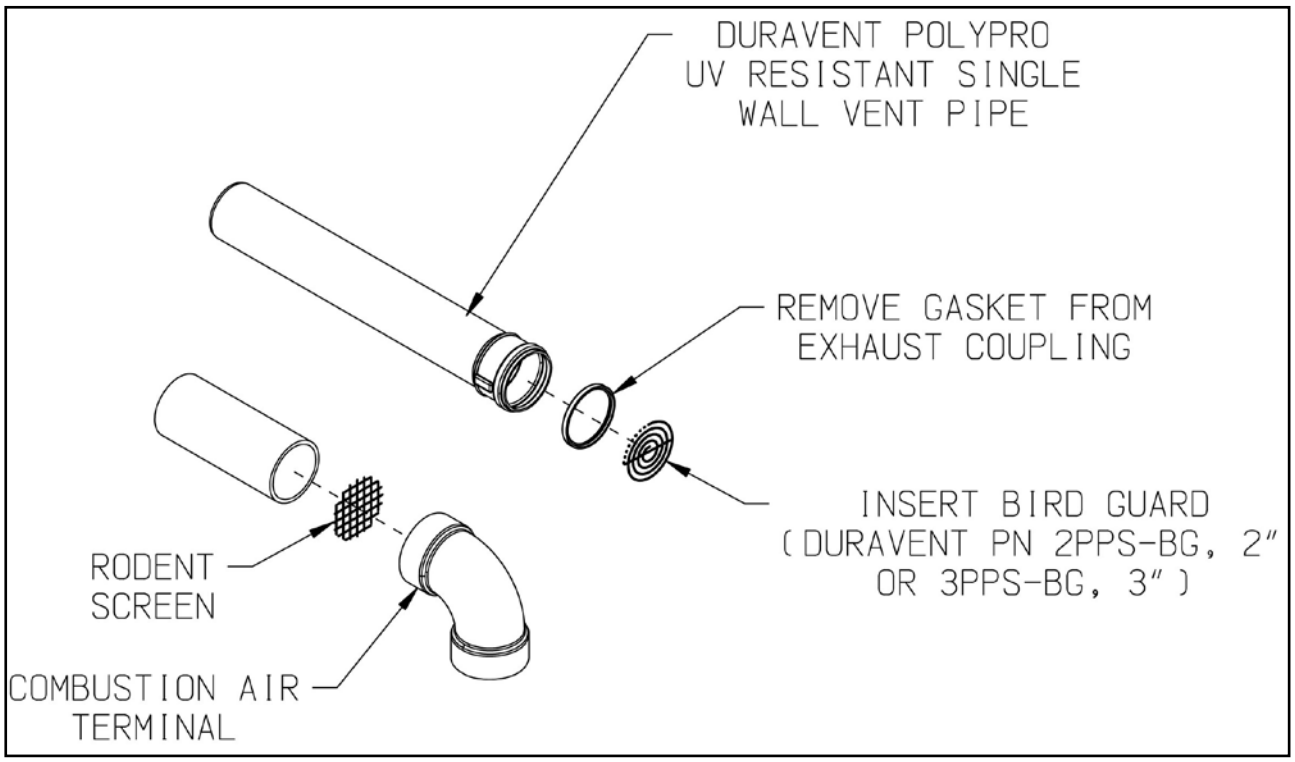

Figure 7.35: Installation of Duravent PolyPro UV Resistant Single Wall Horizontal Terminal
a. See Figure 7.35 for proper orientation of twin pipe horizontal terminals. Outer edge of exhaust coupling must be 10" or less from the wall surface. (Figure 7.9)